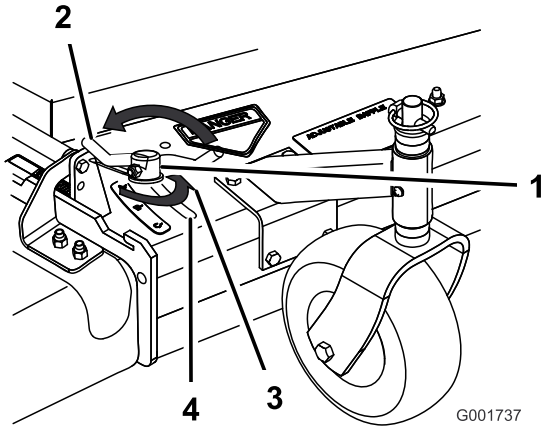

Figura 13
3. Para ajustar el bloqueo de leva, levante la palanca para aflojar el bloqueo de leva (Figura 13).
5. Devuelva la palanca a su posición original para apretar el deflector y el bloqueo de leva (Figura 13).